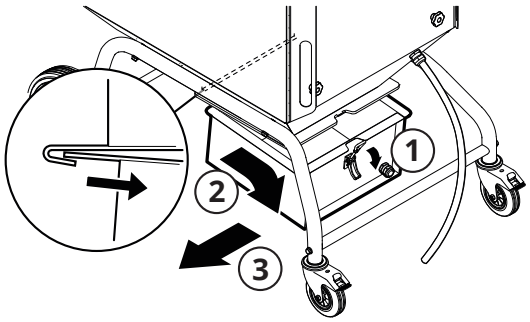

Fig. 27
3. Afloje la cerradura excéntrica (1, **Fig. 27**), suba la transpaleta hacia el recipiente y extráigalo (2, 3) con la transpaleta.
7. Deslice el recipiente de polvo debajo del bolsillo de precipitado, consulte la **Fig. 27** para guiarse.